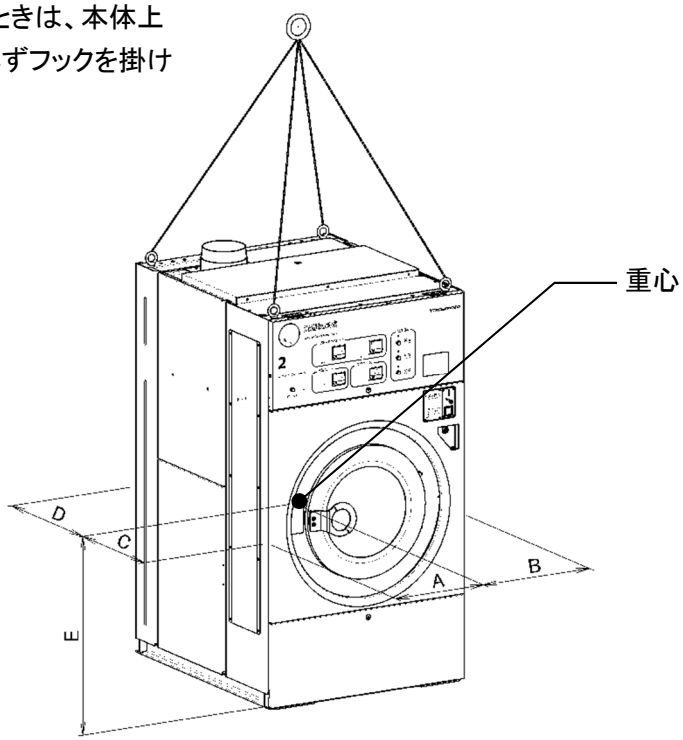

図 3-1
3) クレーン等で機械を吊り上げるときは、本体上部四隅（図 3-1）の 4 ヶ所に必ずフックを掛けて吊り上げます。
4) 重量と重心（図 3-1）